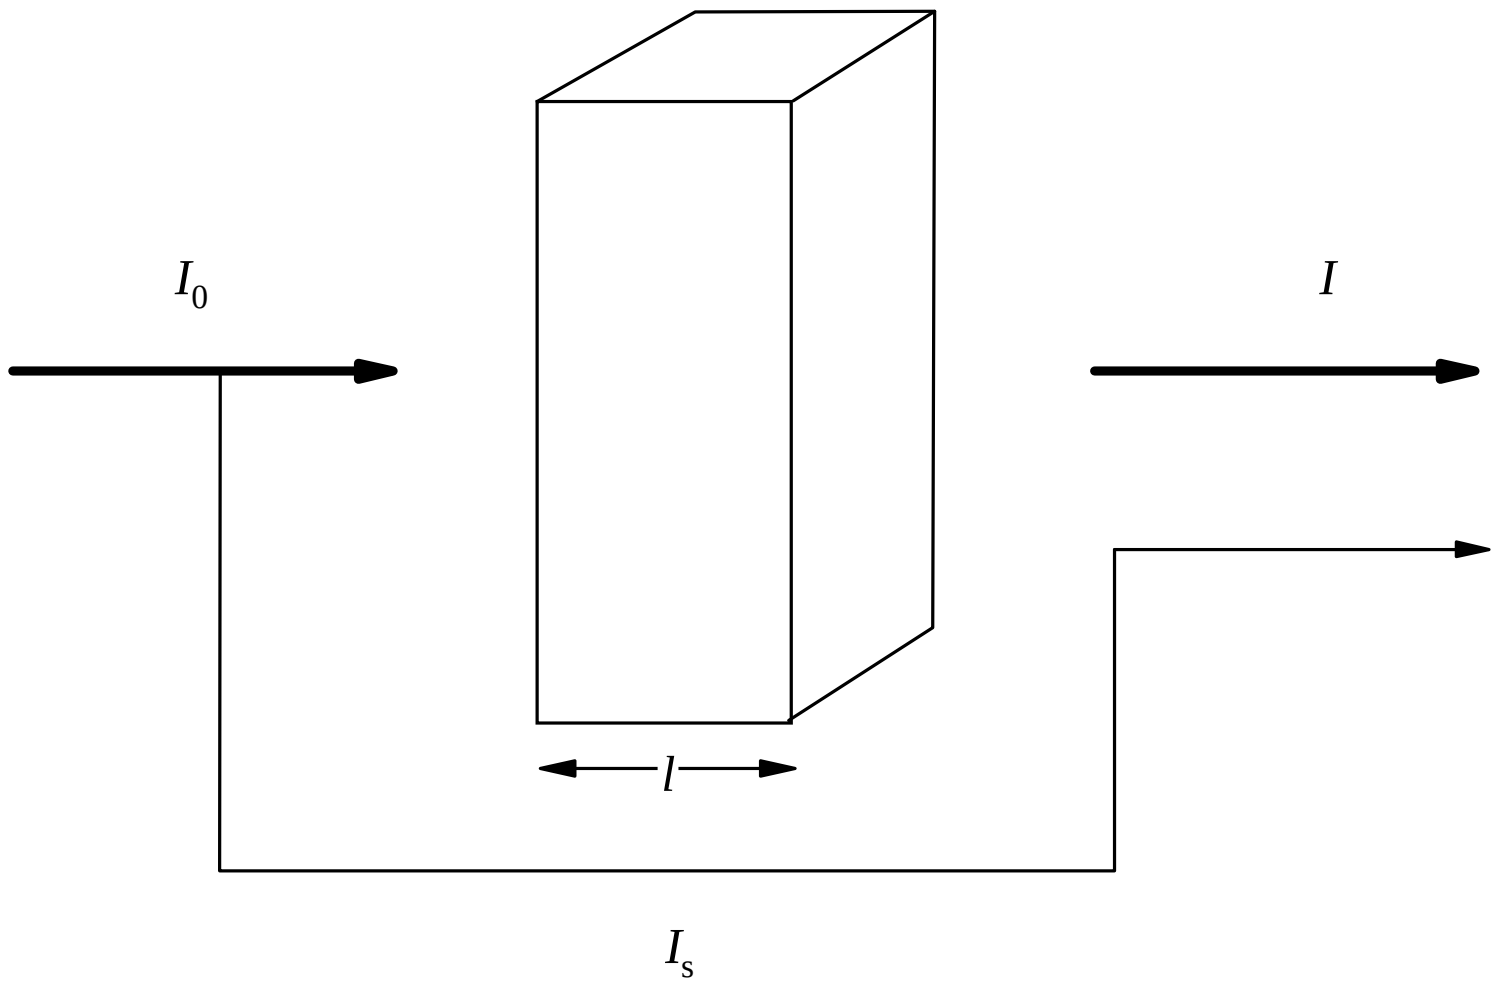

Figure 2
The absorption is measured with a single beam spectrophotometer. However 5 % of the light, the so-called stray light I_s, strikes the detector directly (see Figure 2).
2.3 $I_S = 0.05 \times I_0 \qquad A = \log \dfrac{I_0}{I + I_S}$ (see Figure 2)